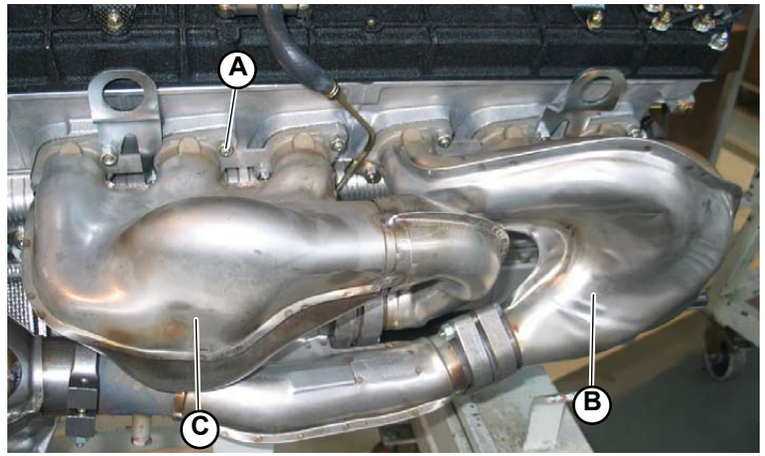

Fig.9
1. Unscrew the screws (**A-Fig.9**) securing the two exhaust manifolds, the front exhaust manifold (**B-Fig.9**) and the rear manifold (**C-Fig.9**), to the engine.